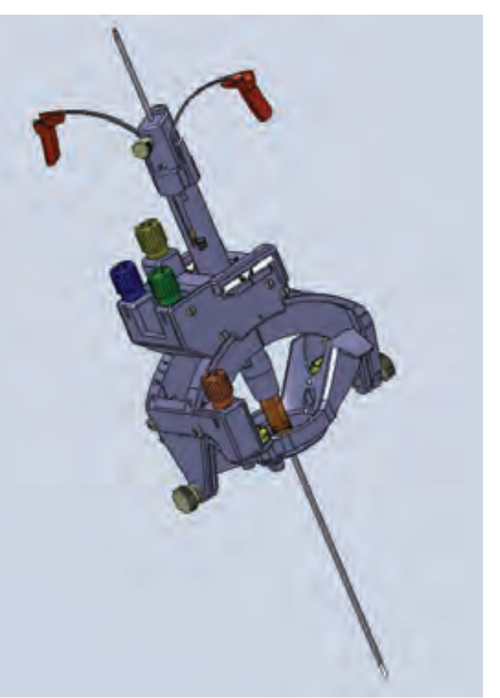

Figure 21: SMARTFrame with Stylet Assembly inserted and snap locked into place.
20. As insertion approaches the full measured target depth, orient the Dock such that the white lines of the Dock match up with the white lines of the flat aspects of the Device Guide Cap. **See Figure 21 for Stylet Assembly inserted into SMARTFrame XG.**